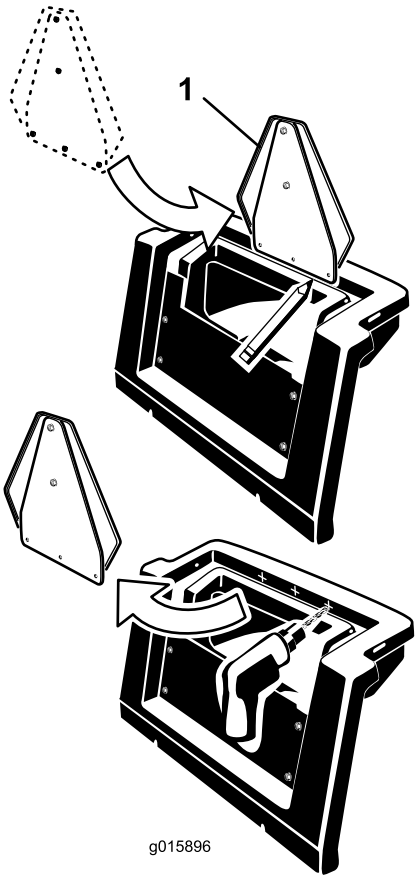

Figura 12
3. Usando el soporte de la señal como plantilla, localice, marque y perfore 3 taladros de 5/16 pulgada de diámetro en la parte delantera del compartimento de almacenamiento, según se muestra en Figura 12.